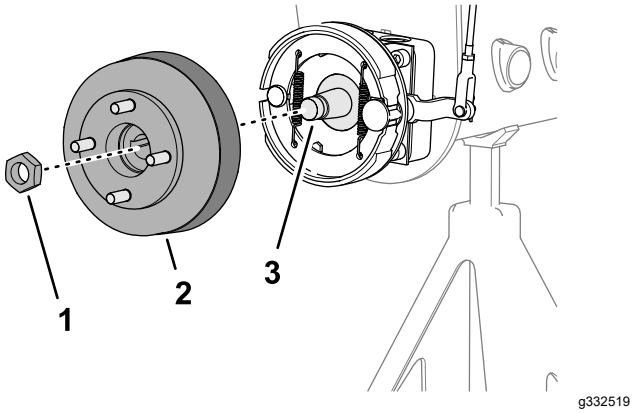
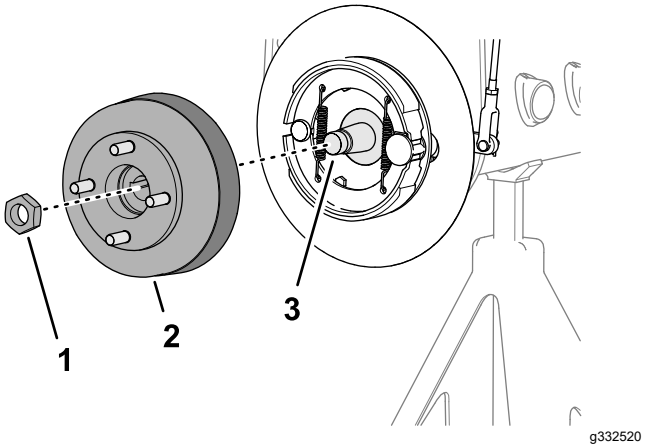

Figur 64
Figur 65
1. Fjern låsemutteren som fester navet til hjulmotorakselen (Figur 64 eller Figur 65).
4. Bruk den spesifiserte hjulnavtrekkeren for å fjerne hjulnavet og bremsetrommelen fra hjulmotorakselen (Figur 64 eller Figur 65).